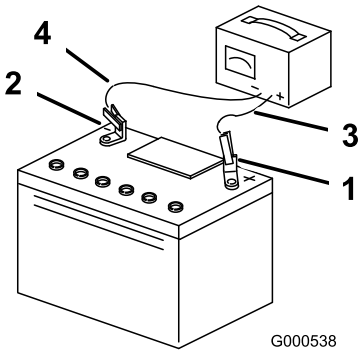

Figura 50
3. Cuando la batería esté completamente cargada, desconecte el cargador de la toma de electricidad, luego desconecte los cables del cargador de los bornes de la batería (Figura 50).